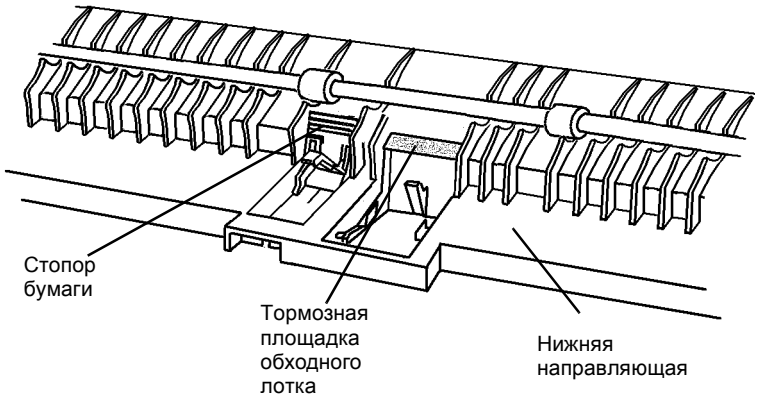

Рисунок 5 Позиционирование стопора бумаги
2. Во избежание застреваний с кодом C3 при выполнении шага 2 расположите стопор бумаги и тормозную площадку обходного лотка, как показано (Рисунок 5).